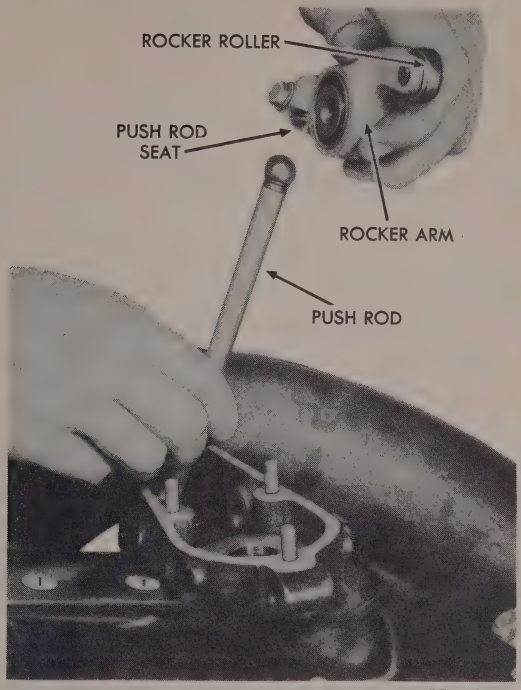

Figure 70—Removing Rocker Arm and Push Rod
c. Removal of Rocker Arm (fig. 70).
(2) Put one outside spacer on rocker arm shaft and install shaft from inner side of rocker box so that the nut will be on the side toward the outer wall of the piston.
(3) Install outside spacer on other end of shaft, and install and tighten nut. Secure nut with cotter pin.
(4) Adjust valve clearance (par. 63).
62. PUSH RODS (fig. 70).